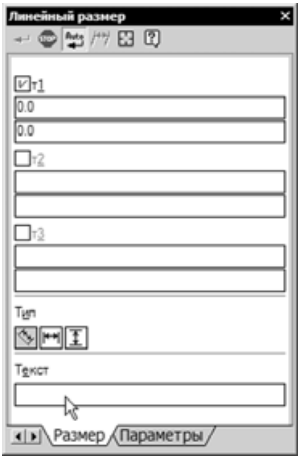

Рис. 3.51
- Если в размерную надпись необходимо включить дополнительные символы (значки диаметра, квадрата, квалитета, значение предельных отклонений или углов в обозначении фасок и т. д.), щелкните мышью в поле **Текст** панели свойств (рис. 3.51).